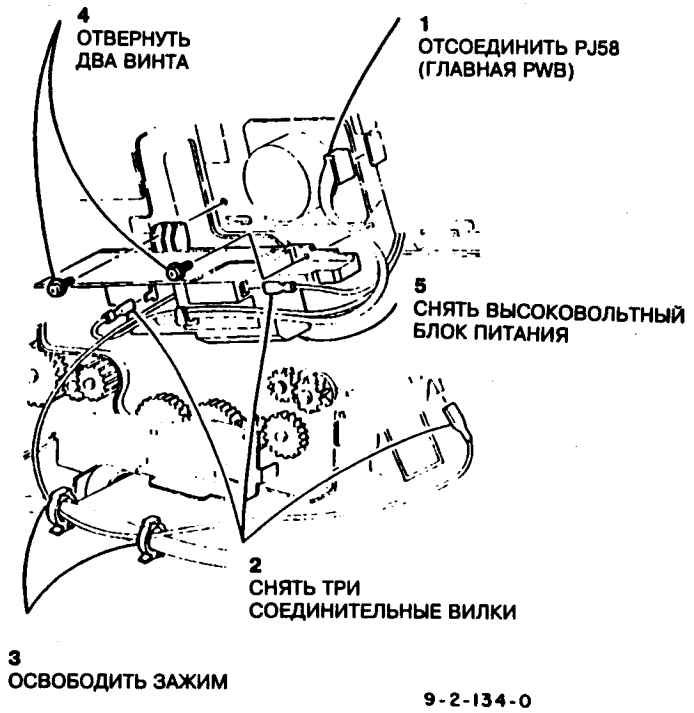

Рис.1 Снятие высоковольтного блока питания
3. Снять высоковольтный блок питания (HVPS) (рис.1).